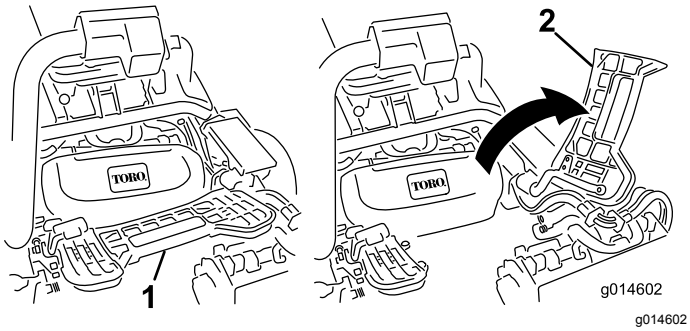

Figur 52
2. Lyft upp fotstödet och fäll upp det så att du kommer åt mittklippenheten (Figur 52).